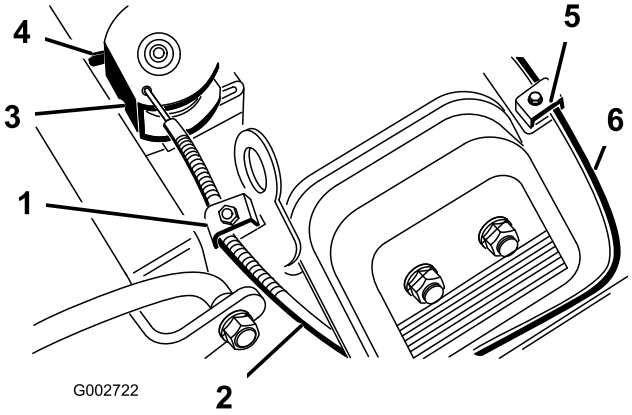

Figur 37
2. Løsn kabeltilspændingsskruen, der fastgør kablet til motoren (Figur 37).
4. Hiv bestemt i gashåndtagskablet, indtil bagsiden af drej er i kontakt med stop (Figur 37).
4. Træk bestemt i chokerkablet (Figur 37), indtil chokerventilen er helt lukket. Stram dernæst kabeltilspændingsskruen.